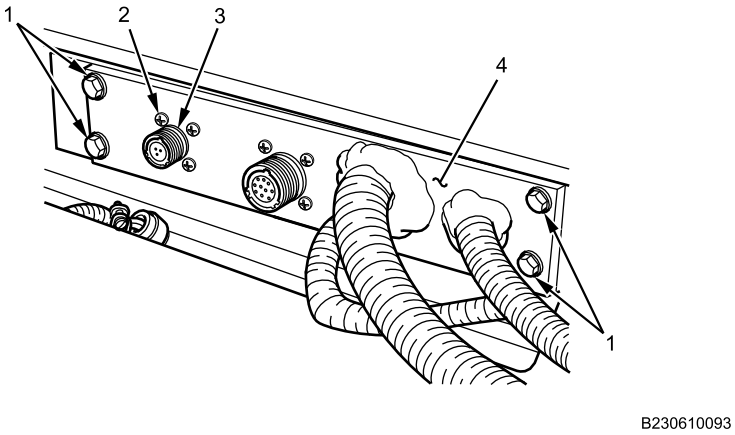

Figure 2. Roof Pass-Through Cover Plate.
3. Remove four bolts (Figure 2, Item 1) from roof pass-through cover plate (Figure 2, Item 4) and pull cover plate away to expose nuts on back side of connector (Figure 2, Item 3).
4. Remove four nuts (hidden from view) and screws (Figure 2, Item 2) from roof pass-through connector (Figure 2, Item 3).